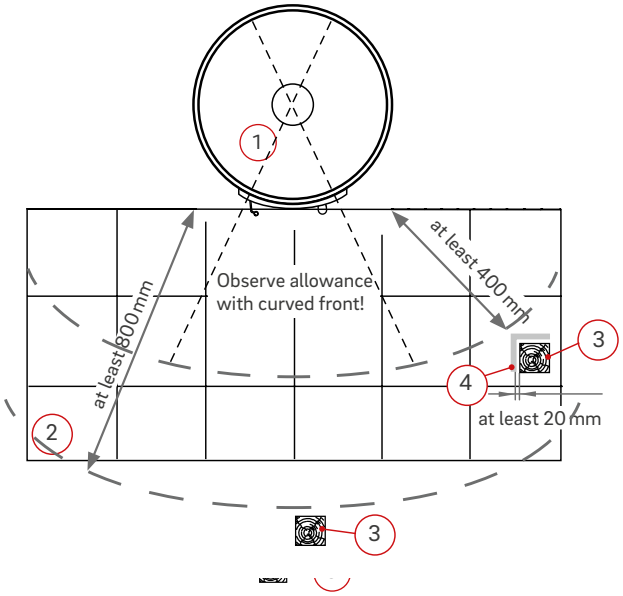

Fig.: 3 Protection of combustible components in radiation zone of combustion chamber opening
- The opening of the combustion room door must be located at a distance of at least 800 mm from constructional elements made of combustible materials or parts and built-in furniture to the front, top and sides; if a ventilated radiation guard is fitted on one of the sides, the required distance is 400 mm. The ventilated distance of the radiation guard must be at least 20 mm (Fig.: 3).